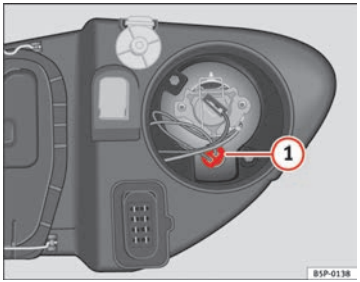

Fig. 193 Side lights
– Extract the bulb holder ⇒ fig. 193 (1) outwards.